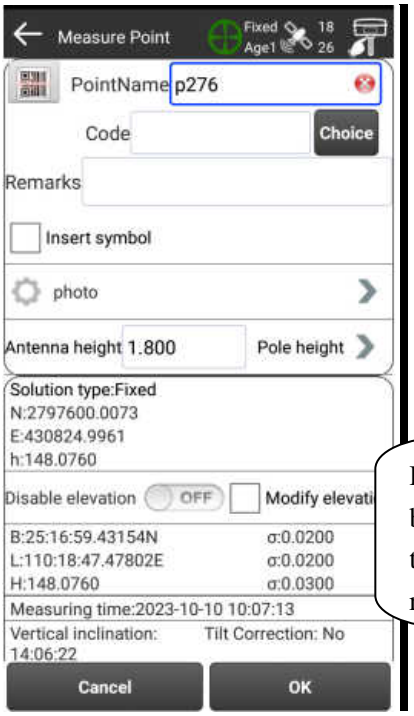

Figure 4.8-4
3、When the inspection points have been specified (indicated by red flags on the diagram), click the [Measure Point] button to collect coordinates for inspection. A measurement point information form will pop up, as shown in Figure 4.8-4.